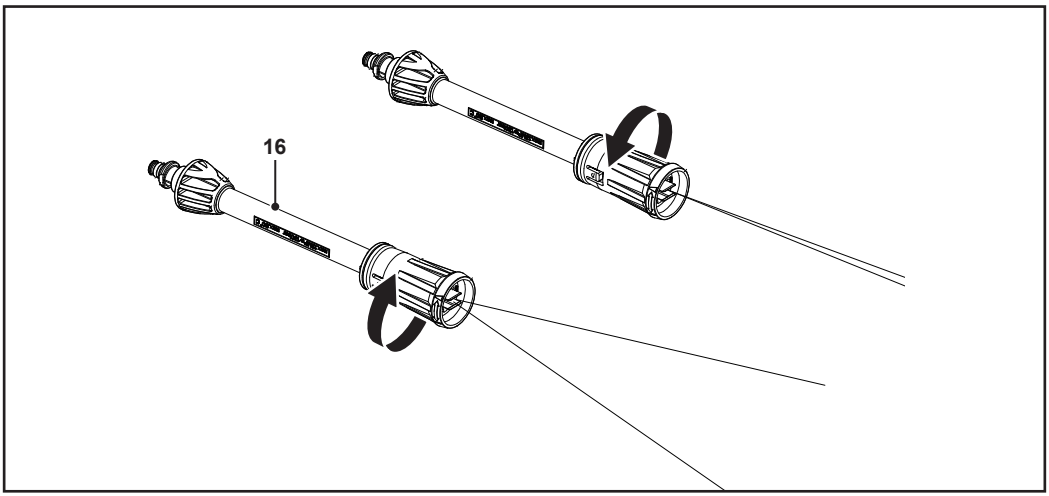

Rys. 10
Przekręcić dyszę regulowaną (16), aby zmienić strumień z wachlarzowego, przeznaczonego do większych powierzchni, na skoncentrowany, do czyszczenia punktowego (rys. 10).